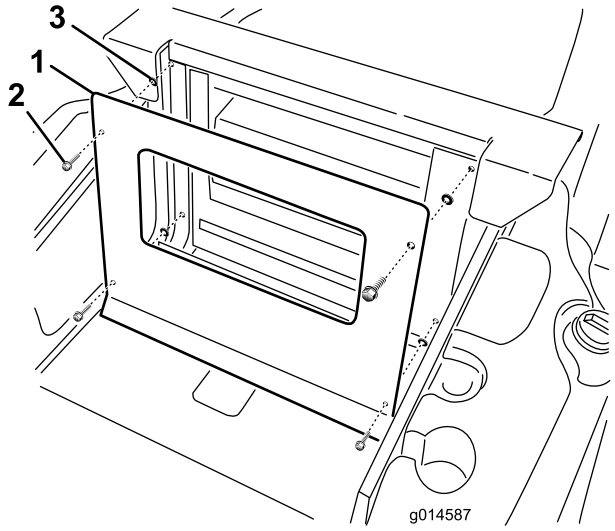

Figure 8
1. Remove the (4) bolts securing the fire wall to the frame (Figure 8).